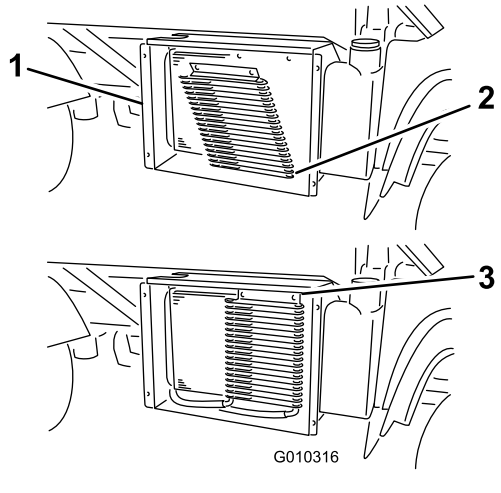

図 54
6. ラッチを外し、オイルクーラを装備している場合にはそれを倒してラジエターから遠ざける図 54。